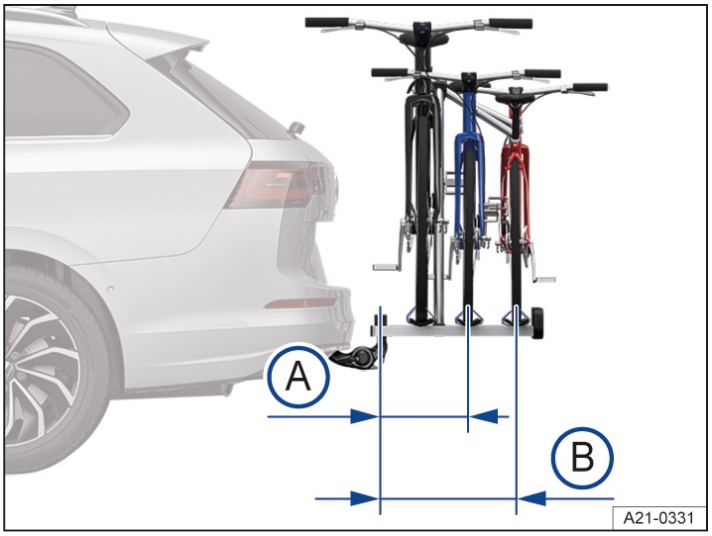

Fig. 2 Illustration of the maximum overhang on a bicycle carrier for two or three bicycles.
For bicycle carrier systems with two bicycles, the maximum overhang must not exceed 500 mm (approx. 19.7 in) → *Fig. 2* (A) from the middle of the ball head to the middle of the rail of the last bicycle carrier. The overhang must not exceed 700 mm (approx. 27.6 in) → *Fig. 2* (B) for bicycle carrier systems with three bicycles.